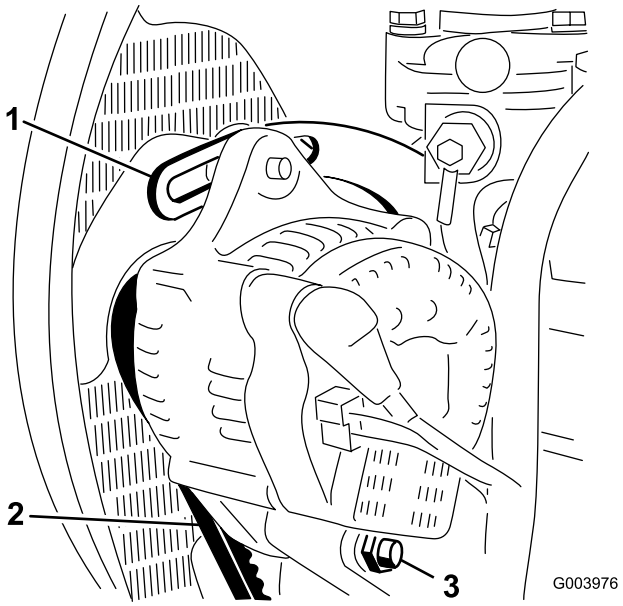

Figuur 69
2. Controleer de spanning van de riem van de wisselstroomdynamo door deze (Figuur 69) midden tussen de poelies van de wisselstroomdynamo en de krukas in te drukken met een kracht van 10 kg.
3. Draai de bout los waarmee de beugel is bevestigd aan de motor (Figuur 69), alsmede de bout waarmee de wisselstroomdynamo is bevestigd aan de beugel en de ankerbout.